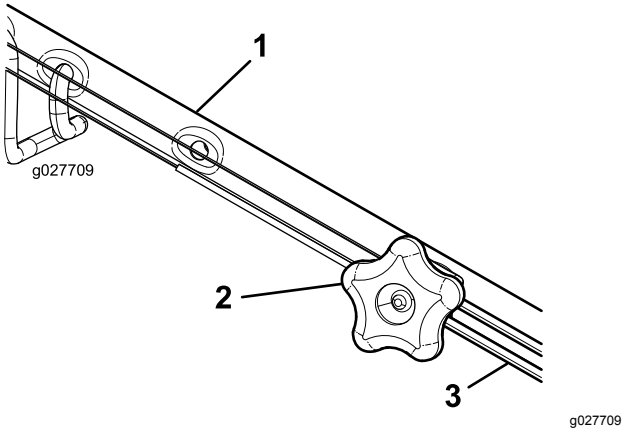

Rysunek 42
1. Obróć pokrętło regulacyjne w kierunku przeciwnym do ruchu wskazówek zegara, aby poluzować mocowanie linki (Rysunek 42).
2. Wyreguluj naprężenie linki (Rysunek 42) pociągając ją do tyłu lub popychając do przodu i przytrzymując w tym położeniu.